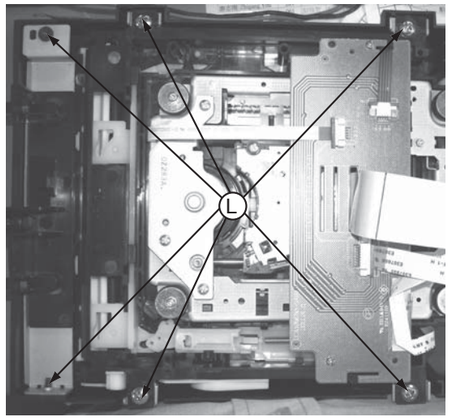

Figure 12
1) Loosen 6 screws “L” as shown in figure 12.